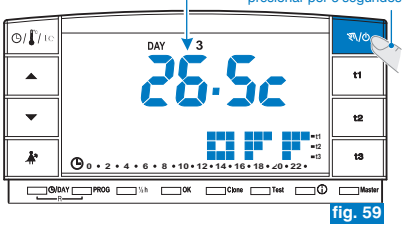

fig. 59
- Para activar la función presionar la tecla "⏻" (unos 6 seg.) hasta que aparezca en la pantalla el mensaje **OFF**, indicando que el cronotermostato está desactivado (ejemplo fig. 59).